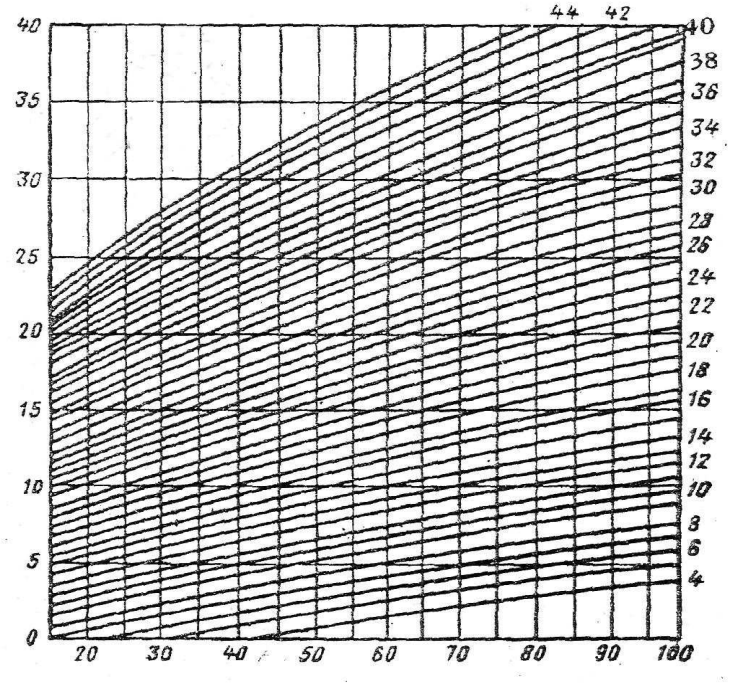

Рис. 1.3. Номограмма для определения относительной влажности по показаниям аспирационного психрометра
6. Определяется относительная влажность воздуха по табл. 1.1 или номограмме (рис.1.3).
10. Сравниваются показатели относительной влажности, полученные по табл. 1.1 или номограмме (рис. 1.3) с данными, полученными расчетным путем. Неточность составляет 3…5 % по сравнению с данными, полученными расчетным путем.